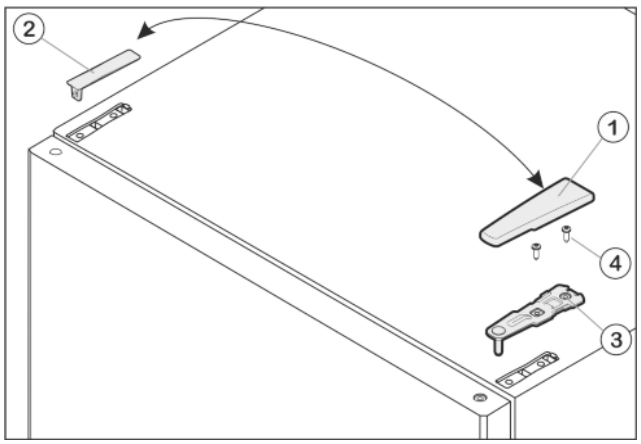

Fig. 6
▶ Pull off the cover *Fig. 6 (1)* forwards and upwards.
▶ Lift off the cover *Fig. 6 (2)*.
▶ Unscrew the upper turn hinge *Fig. 6 (3)*(2x Torx® 25) *Fig. 6 (4)* and lift it off.
- ▶ Insert the upper turn hinge *Fig. 6 (3)* in the door on the new hinge side.
- ▶ Screw the upper turn hinge **firmly** into place **(with 4 Nm)** (2x Torx® 25) *Fig. 6 (4)*. Possibly make preliminary holes with a bradawl or use a cordless screwdriver.
- ▶ Apply the cover *Fig. 6 (1)* and cover *Fig. 6 (2)* to the opposite side from the outside and snap them into place.